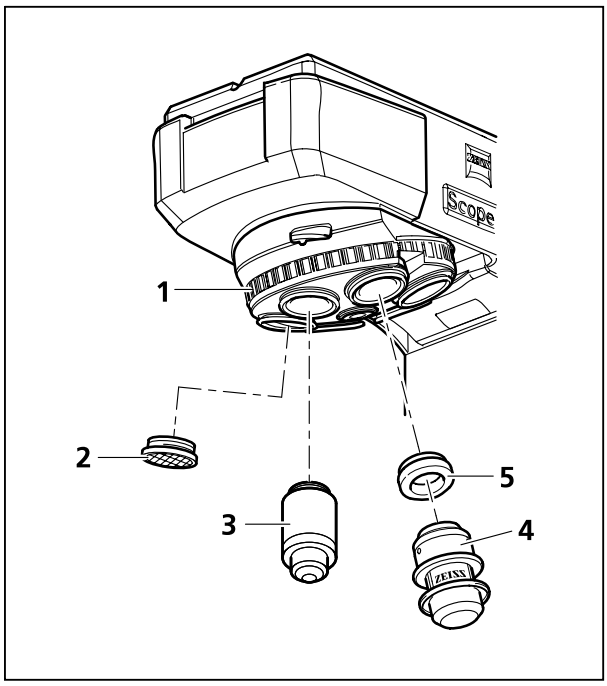

Bild 3-7 Objektive einschrauben
- Staubschutzkappen (Bild 3-7/**2**) aus den entsprechenden Öffnungen am Objektivrevolver entfernen.
- Objektive (Bild 3-7/**3**) aus Behälter entnehmen und beginnend mit dem kleinsten Vergrößerungsfaktor (Schaltung im Uhrzeigersinn) in den Objektivrevolver (Bild 3-7/**1**) einschrauben.
- Anstatt eines Objektivs kann auch der Objektmarkierer (Bild 3-7/**4**) unter Verwendung eines Zwischenringes W0,8/M27 (Bild 3-7/**5**) in jede beliebige Position des Objektivrevolvers eingeschraubt werden. Bei längerer Nichtbenutzung des Objektmarkierers Schutzkappe gegen Austrocknung aufsetzen.